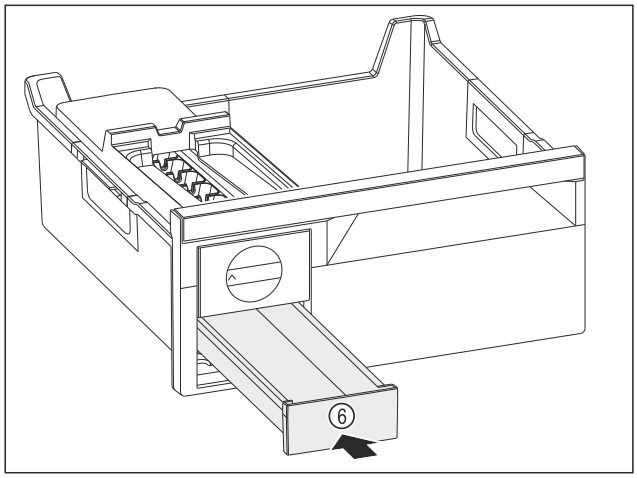

Fig. 115
▶ Insert the ice cube drawer *Fig. 115 (6)*.